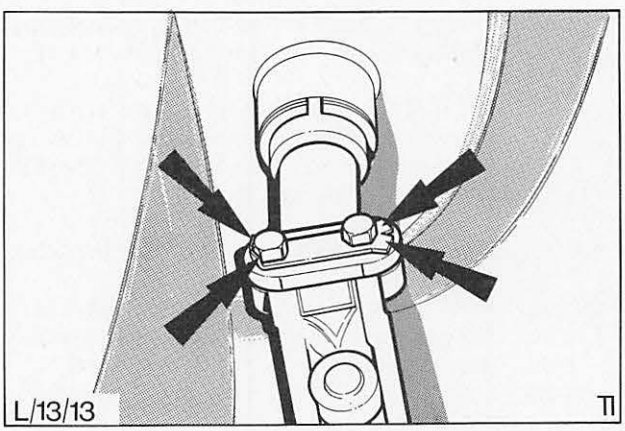

Abb. 22 Befestigung der Lenkverbindungswelle (alle vier Ecken des Sicherungsbleches umbiegen)
36. Sicherungsblech an allen vier Ecken umbiegen, Abb. 22.